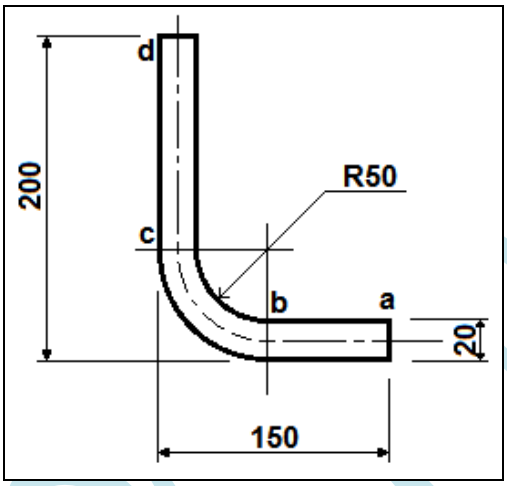

FIGUUR 3 (12)
4.1 FIGUUR 3 toon 'n sagtestaalplaat met 'n dikte van 20 mm wat tot 'n ronde hakie gewals is.